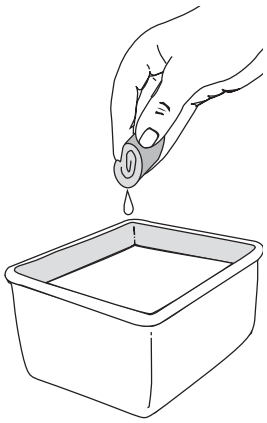

Fig. 23
3. Lave el filtro con agua y detergente (Fig. 23). Enjuague bien el filtro. Escurra el exceso de agua. Déjelo secar por completo.